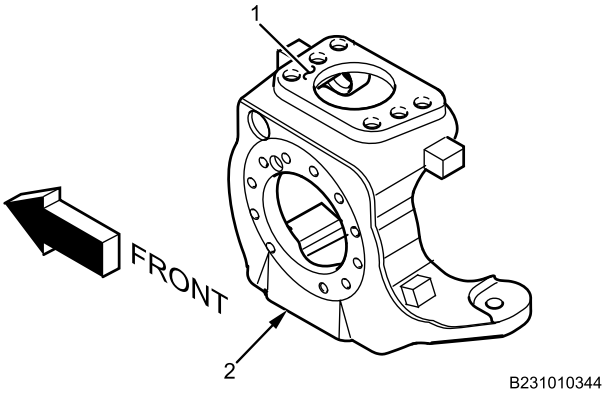

Figure 7. Inspecting Upper and Lower Bearing Surfaces of Steering Knuckle.
4. Visually inspect upper (Figure 7, Item 1) and lower (Figure 7, Item 2) bearing surface of steering knuckle for scoring, galling, or displaced metal. Replace as necessary.